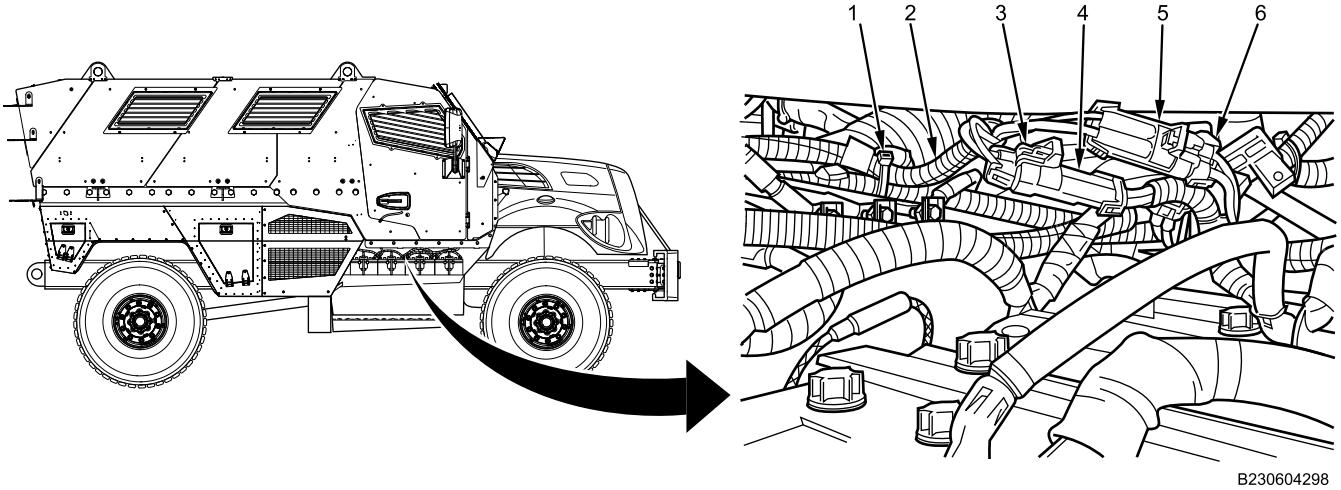

Figure 1. Clean Power and Ground Harness Connections at Battery.
1. Disconnect clean positive harness in-line connector (Figure 1, Item 5) from battery cable connector (Figure 1, Item 6).
2. Disconnect clean negative harness in-line connector (Figure 1, Item 3) from battery cable connector (Figure 1, Item 4).
3. Remove and discard cable lock straps (Figure 1, Item 1) from harness (Figure 1, Item 2).